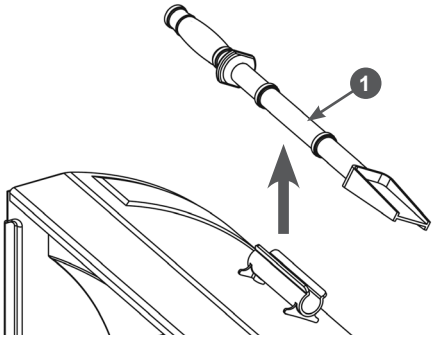

Рис. 26. Расположение лопатки для очистки
3. Для очистки всегда используйте специальную лопатку, а не руки. Лопатка 1 прикреплена к верхней части кожуха шнеков (Рис. 26).